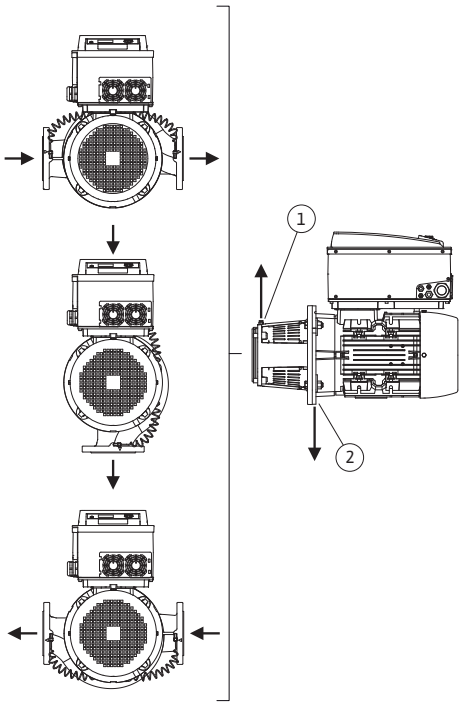

Fig. 14: Tilladte installationspositioner med horisontal motoraksel
De tilladte installationspositioner med vandret motoraksel og elektronikmodul, der vender opad (0°), er vist i Fig. 14.
Udluftningen af pumpen er optimalt sikret, hvis ventilationsventilen vender opad (Fig. 14, pos. 1).
Bortled dannet kondensat målrettet via eksisterende boringer, pumpelanterne samt motor (Fig. 14, pos. 2).